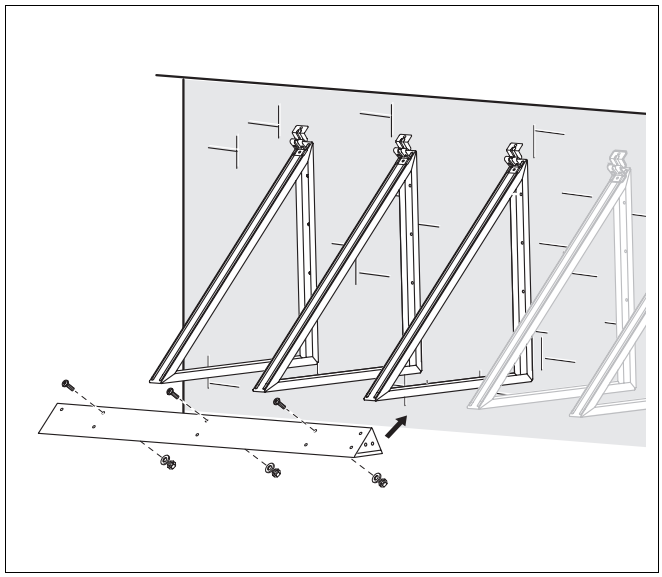

Afb. 41 Verbindingsplaat monteren
- Monteer telkens de betroffen verbindingsplaat voor een collector (afb. 41) met de bijgeleverde schroeven met bolle kop en moeren.